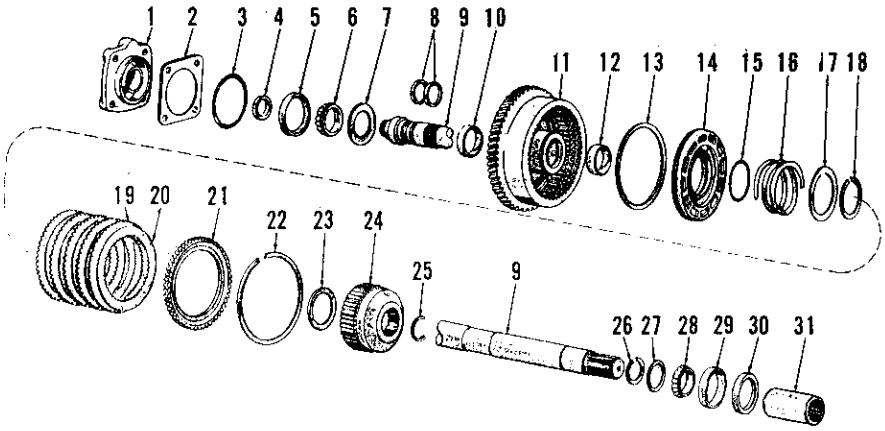

Fig. 305–Exploded view of single speed PTO clutch and shaft assembly. Refer to Fig. 306 for 2-speed PTO clutch.
Fig. 306–Exploded view of two-speed PTO clutch and shaft assemblies. Lower countershaft (29A) is for model 4000; other models use shaft (29). Refer to Fig. 305 for single speed PTO.
To remove the single speed PTO clutch, first remove the bearing cone and roller (28—Fig. 305), washer (27) and snap ring (26) from rear end of shaft (9). Using a small punch or screwdriver, drive the snap ring (25) out of groove on shaft behind the splined clutch hub (24). Then pull shaft forward out of clutch assembly and lift the clutch assembly from transmission.
Bushings (10 and 12—Fig. 305 or Fig. 306) in clutch housing are renewable. Inside diameter of new front bushing is 1.874-1.875; inside diameter of new rear bushing is 1.624-1.625. Bushings are pre-sized and reaming should not be necessary if carefully installed. For servicing remainder of clutch assembly, refer to paragraph 270.
After clutch is reassembled, stick the thrust washer (23—Fig. 305 or Fig. 306) in recess in front side of splined hub (24) of PTO clutch using light film